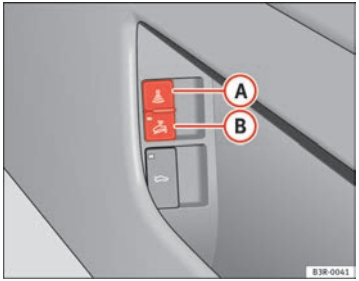

Fig. 78 Interior monitoring switch
– Open the door and pull out the switch (A) (with the symbol) to one side of the storage compartment, in the driver door ⇒ page 107, fig. 78.
– Open the door and pull out switch (B) (with the symbol) to one side of the storage compartment, in the driver door ⇒ page 107, fig. 78.